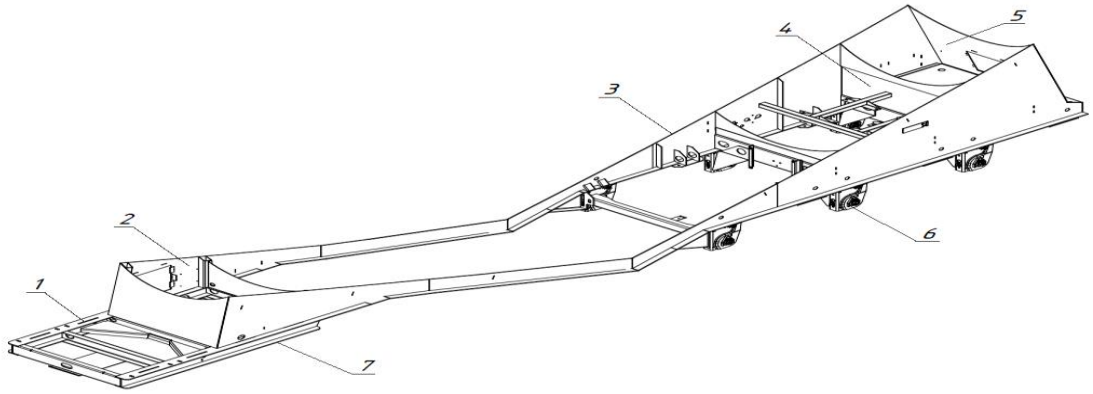

Рис. 2.4 - Рама полуприцепа
Полуприцеп имеет сварную раму, состоящую боковин (3) и перегородок (4). Рама образует задний (5) и боковой (2) технологические отсеки (см. рис. 2.4)